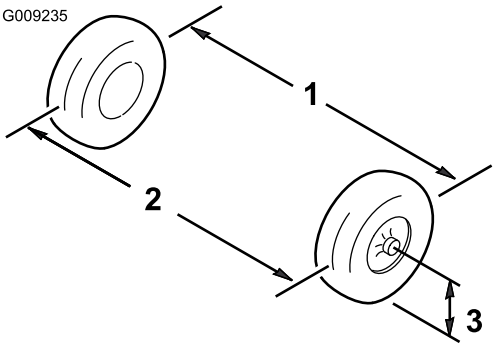

Figur 53
6. Mät avståndet mellan de båda framhjulen vid axelhöjd, både framtill och baktill på framhjulen (Figur 53).